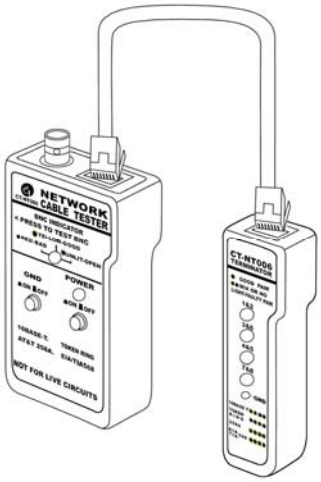

Рис. 4
1. С одной стороны кабель должен быть подключен к гнезду RJ45 основного устройства, а с другой к кабельной нагрузке (см. рис. 4)